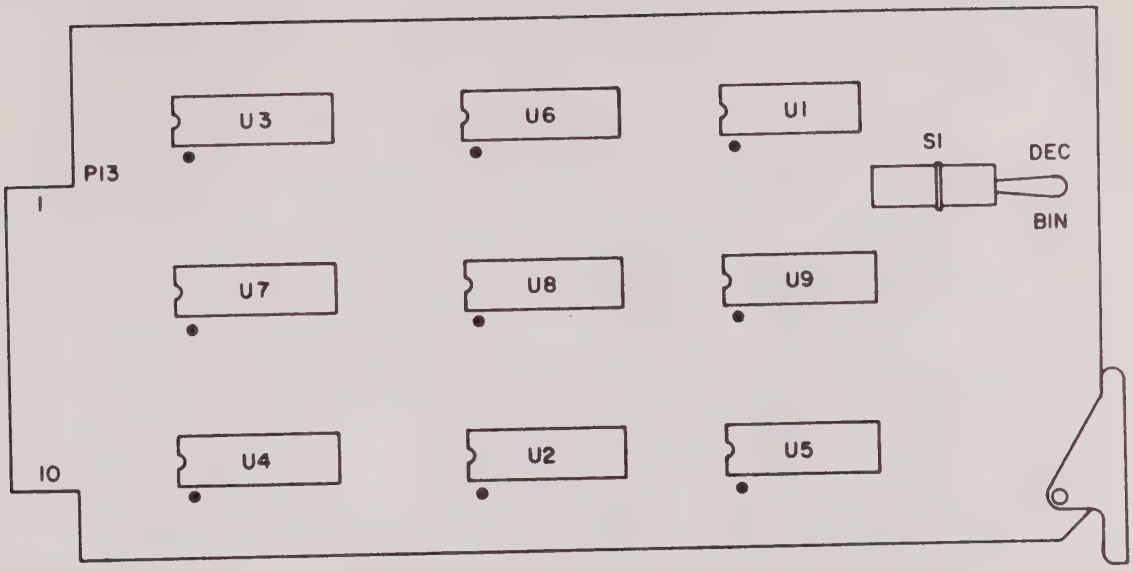

Figure 6-3. Reference Oscillator PWB Components Location Diagram
c. On reference oscillator PWB, set S1 (BIN/DEC switch) to binary UP position or decade DOWN position as desired (refer to Figure 6-3 and 6-4 for location.